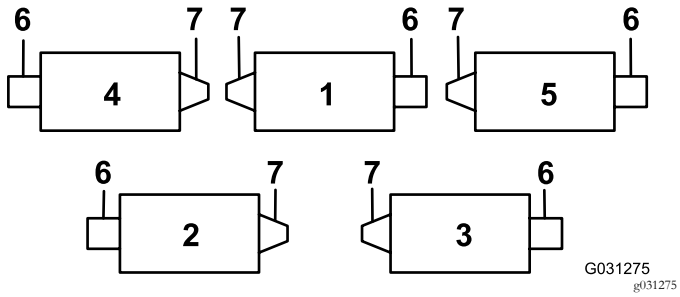
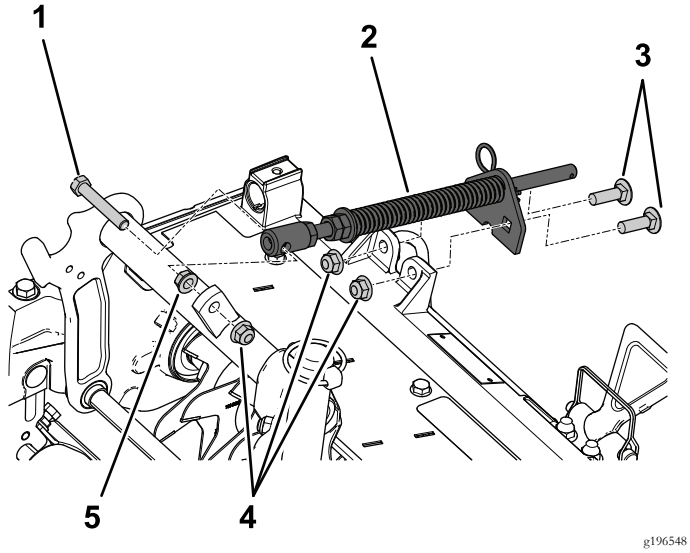

Figura 5
Figura 8
Os bocais de lubrificação têm de ser instalados no lado do motor do cilindro na unidade de corte vertical. Recorra ao seguinte diagrama para determinar a posição de cada motor do cilindro (Figura 5).
3. Para os locais das unidades de corte vertical 2 e 4 (Figura 5), mova o peso final para o lado oposto da unidade de corte.
Instale o conjunto da mola de compensação de relva no mesmo lado que o motor do cilindro (Figura 5 e Figura 8).